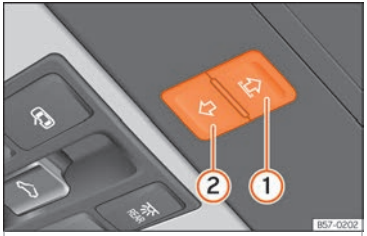

Abb. 108 Im Dachhimmel: Tasten des Sonnenschutzrollos.
Die Tasten ››› **Abb. 108** (1) und (2) haben zwei Stufen. In der ersten Stufe kann das Sonnenrollo ganz oder teilweise geöffnet oder geschlossen werden.
- *Sonnenschutzrollo:* 5 Sekunden ab der Aktivierung des Einklemmschutzes verstreichen, drücken Sie die Taste ››› **Abb. 108** ② bis sich das Rollo vollständig schließt.